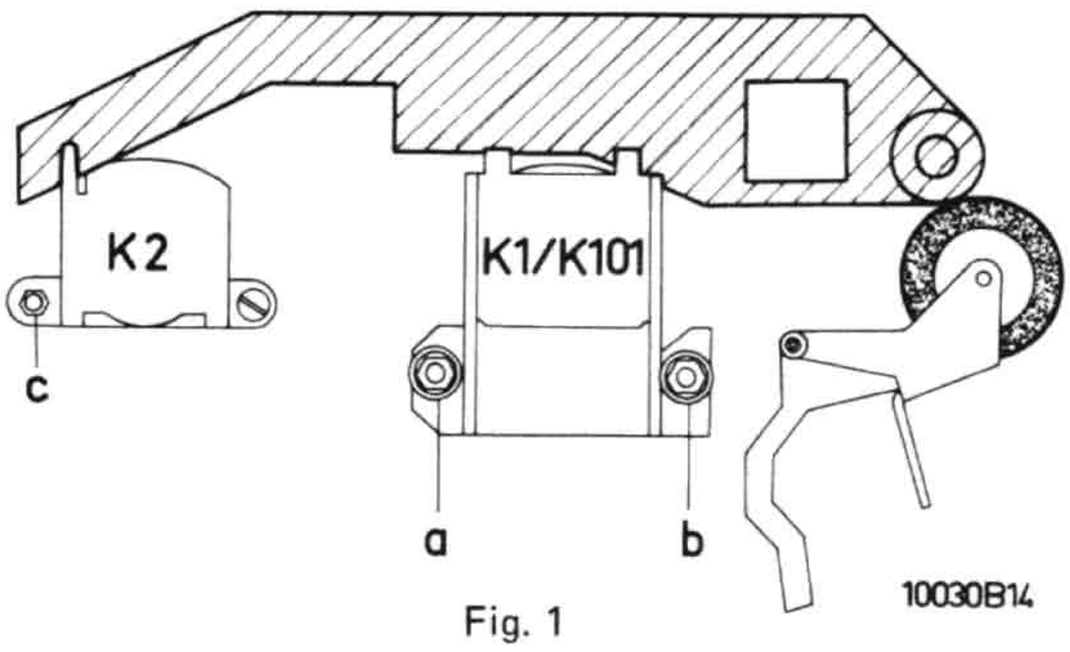

Fig. 1
a. Hoogte opneem-weergeefkop (Fig. 1)
b. Azimuth opneem-weergeefkop (Fig. 1)
c. Hoogte wiskop K2 (Fig. 1)